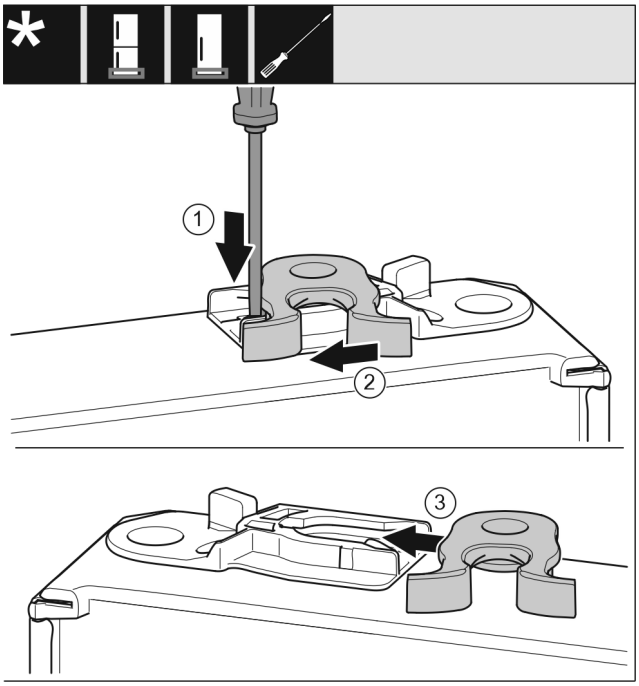

Fig. 18
▶ Pousser la languette *Fig. 18 (1)* vers le bas avec un tournevis plat.
▶ Retirer la gâche *Fig. 18 (2)* du guide.
▶ Pousser la gâche *Fig. 18 (3)* de l'autre côté dans le guide.